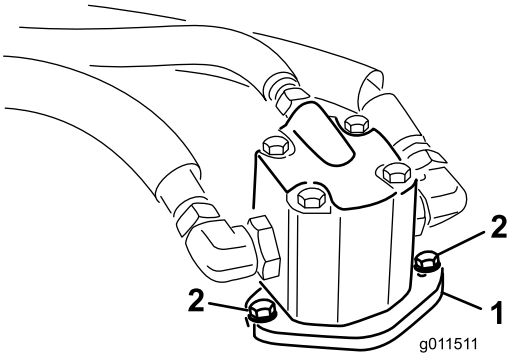

Figuur 67
4. Verwijder de bouten waarmee de hydraulische motor is bevestigd aan het maaidek (Figuur 67). Haal de motor uit het maaidek en leg deze boven op het maaidek.